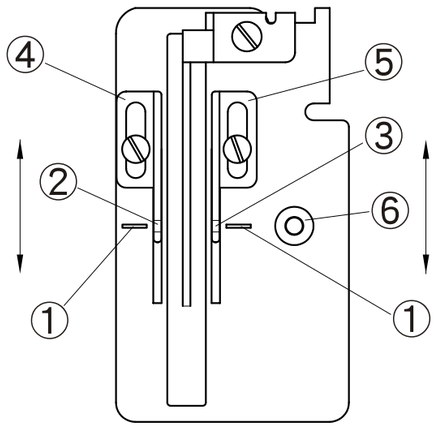

Fig. 21
1. La marca 1 en el soporte debe estar alineada con los agujeros para hilo 2 y 3 (Fig. 21)